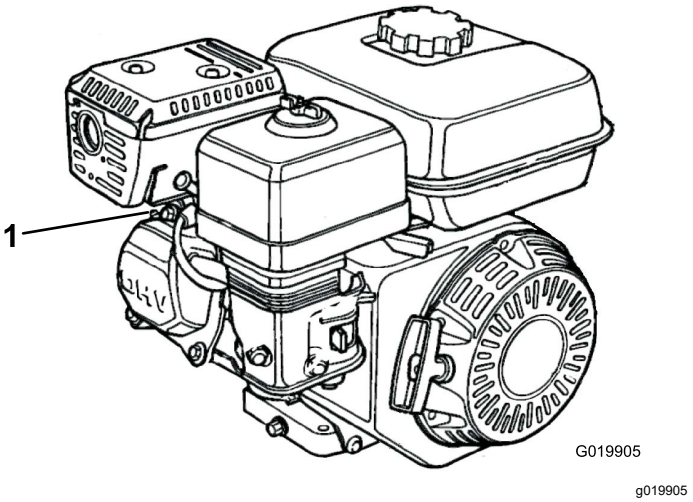

Rysunek 32
2. Odłączyć przewód od świecy zapłonowej (Rysunek 32).